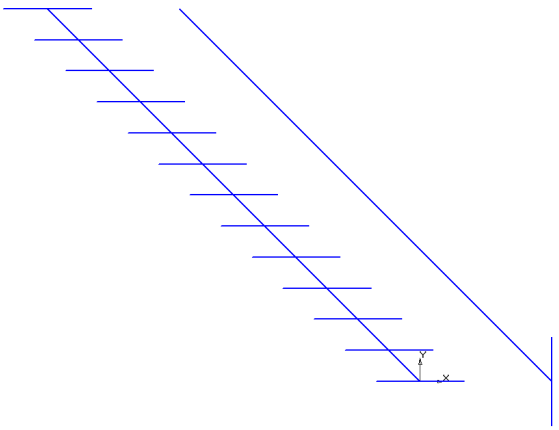

Рис. 8.13. Результат применения операции копирования по кривой.
8) прервите выполнение команды. Результат показан на рис. 8.13.